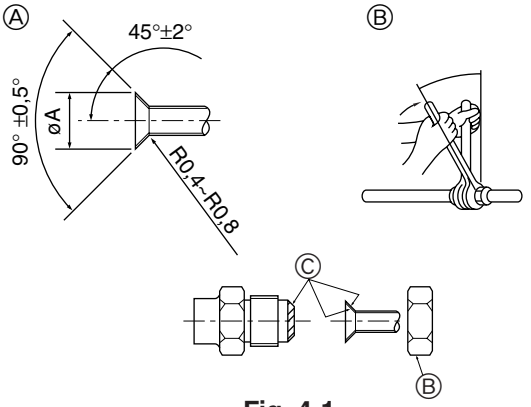

Fig. 4-1
4.1. Соединение труб (Fig. 4-1)